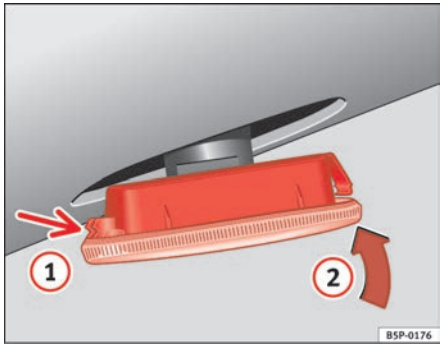

Fig. 190 Side indicator
- First place the indicator in the opening in the bodywork, fixing the tabs ⇒ fig. 190, arrow (1).
- Insert the bulb as shown by the arrow (2) ⇒ fig. 190. ■